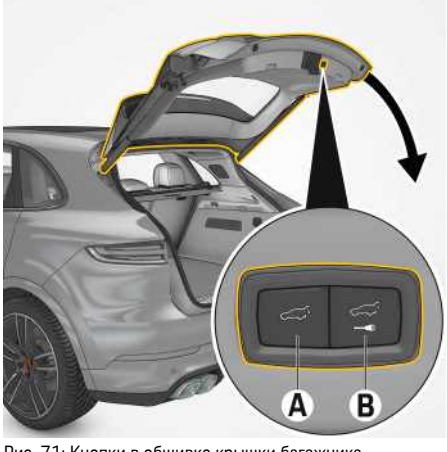

Рис. 71: Кнопки в обшивке крышки багажника
4. Нажмите кнопку **A**(рис. 71) в обшивке крышки багажника и удерживайте ее ок. 3 секунд.